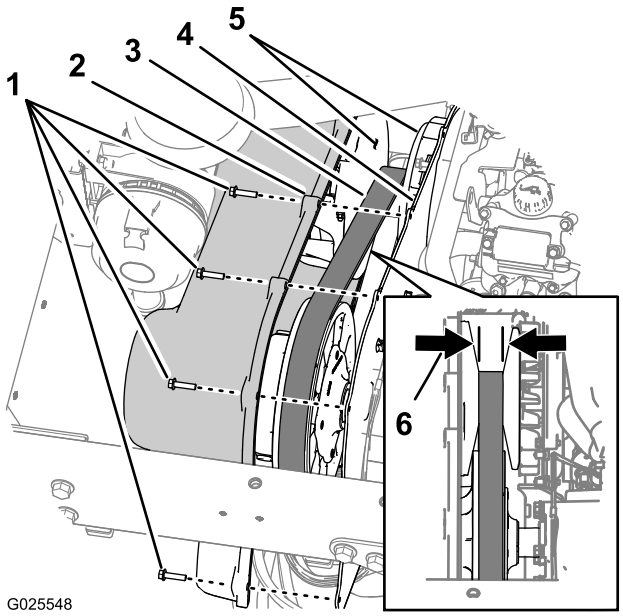

Figur 73
1. Fjern de ni sekskantede bolte (1/4 x 1 tomme), der fastgør transmissionsdækslet til monteringspladen på transmissionen (Figur 73).
2. Flyt dækslet fremad, indtil du kan se drivremmen (Figur 73).
3. Kontrollér de koniske overflader på den primære kobling for tegn på skader (Figur 73).
4. Kontrollér drivremmen for manglende eller beskadigede tænder (Figur 73).
5. Mål omkring remmen, og notér rembredden (Figur 73).
Bemærk: Hvis remmens bredde er 29,5 mm eller derunder, skal remmen udskiftes (Figur 73).
6. Ret hullerne i transmissionsdækslet ind efter hullerne i monteringspladen (Figur 73).
7. Fastgør dækslet til monteringspladen (Figur 73) med de ni sekskantede bolte (1/4 x 1 tomme), som du fjernede i trin 1, og tilspænd boltene til 10,2-12,4 N·m.